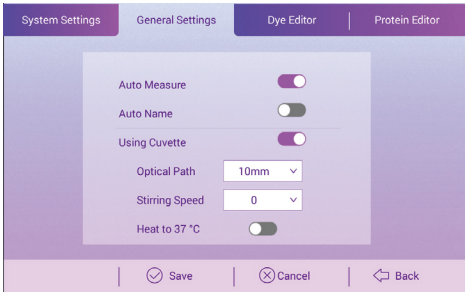

FIG.27
(1) represents a locked dye (predefined: not editable or deletable).
(2) User-defined dyes (user defined: Can be edited or deleted)
(3) Add or remove dyes: To add or remove dyes from the Dye 1 and Dye 2 drop-down lists in the GeneChip Parameter Settings or ProteinChip Parameter Settings, select or deselect the corresponding checkboxes.
(4) Add user-defined dyes: Click "Add" button to automatically add a custom dye at the bottom.
(5) Edit user-defined dyes: Click on the dye users want to edit to enter the editing state, as shown in FIG.27.